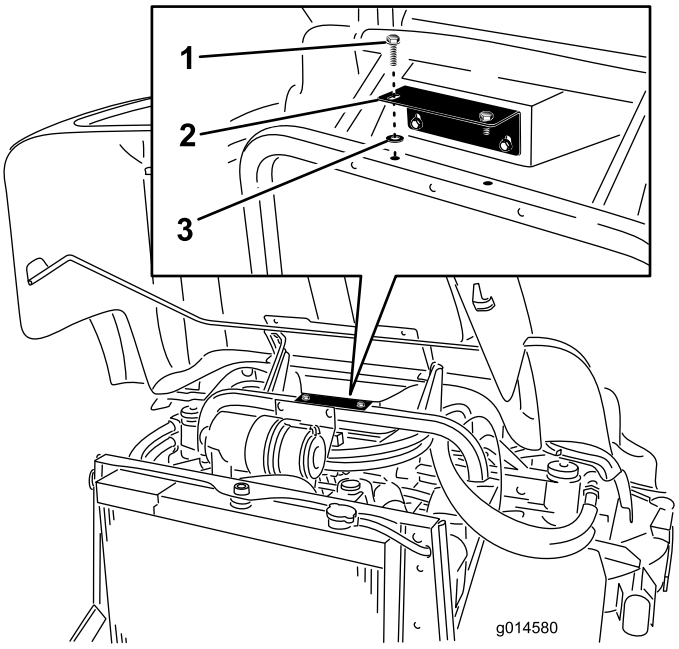

Figuur 1
3. Verwijder de (2) flenskopbouten waarmee de steunbeugel van het opslagcompartiment aan het frame is bevestigd (Figuur 1).